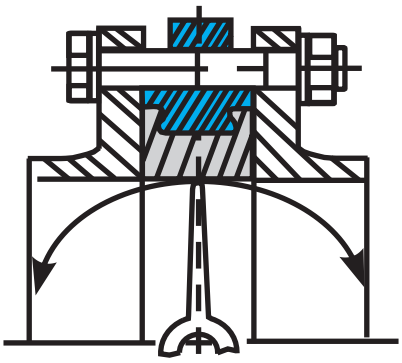

Рис.3 (правильно)
- Перед началом монтажа важно убедиться, что внутренний диаметр фланцев соответствует номинальному диаметру дискового поворотного затвора (рис. 3).